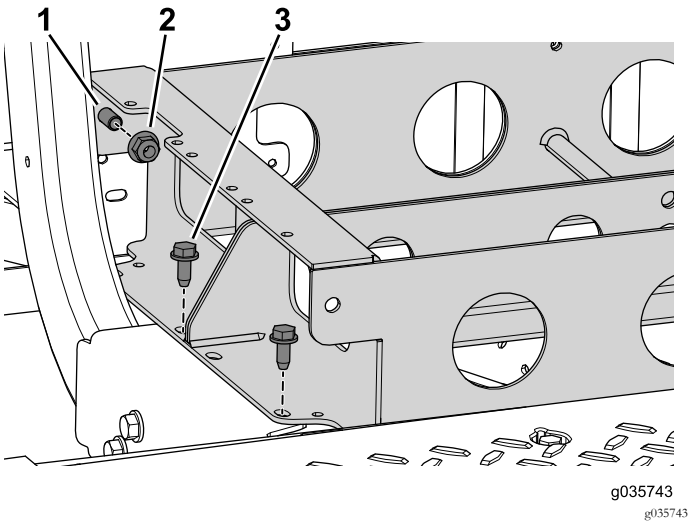

Figure 82
1. Utilisez les 2 écrous à embase et boulons qui relient les supports de batteries avant et arrière (Figure 82).
2. Utilisez les 4 boulons (3/8" x 1") pour fixer le support de batterie avant à la machine (Figure 82).